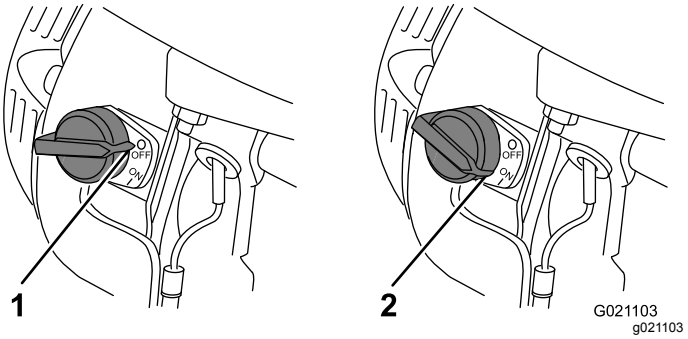

Figure 33
5. Move the engine switch to the ON position (Figure 33).